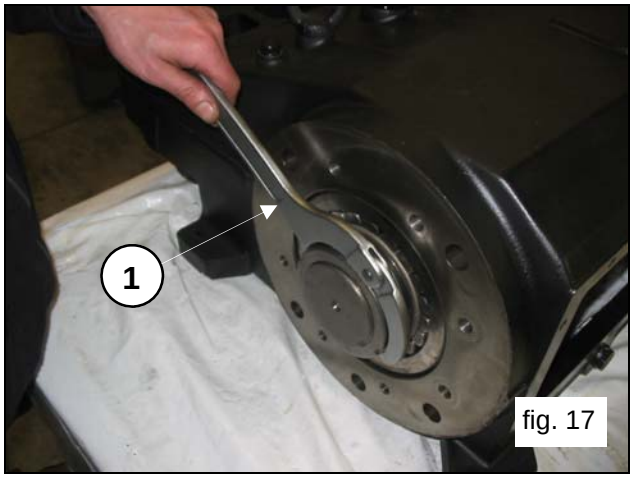
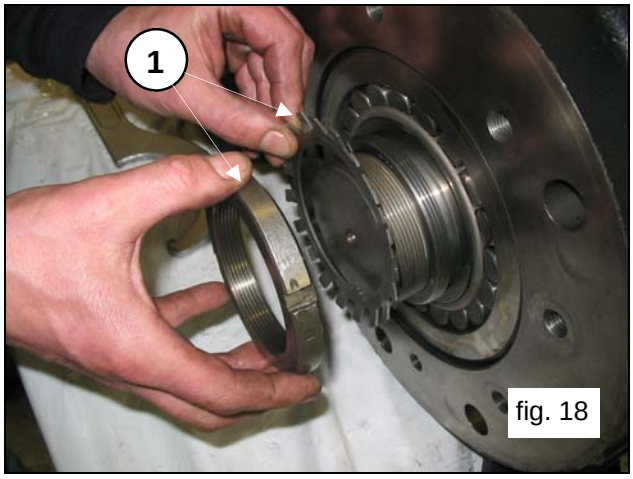

fig. 17
fig. 18
Using an apposite wrench, unscrew and remove the ring nut (pos.①, fig.17) and then remove the safety washer (pos.①, fig.18).